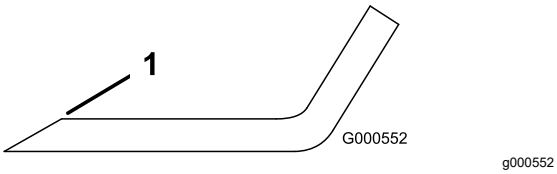

Figure 82
1. Au moyen d'une lime, aiguisez les tranchants aux deux extrémités de la lame (Figure 82).
Remarque: Si la lame est déséquilibrée, limez un peu l'extrémité de l'ailette seulement (Figure 82).